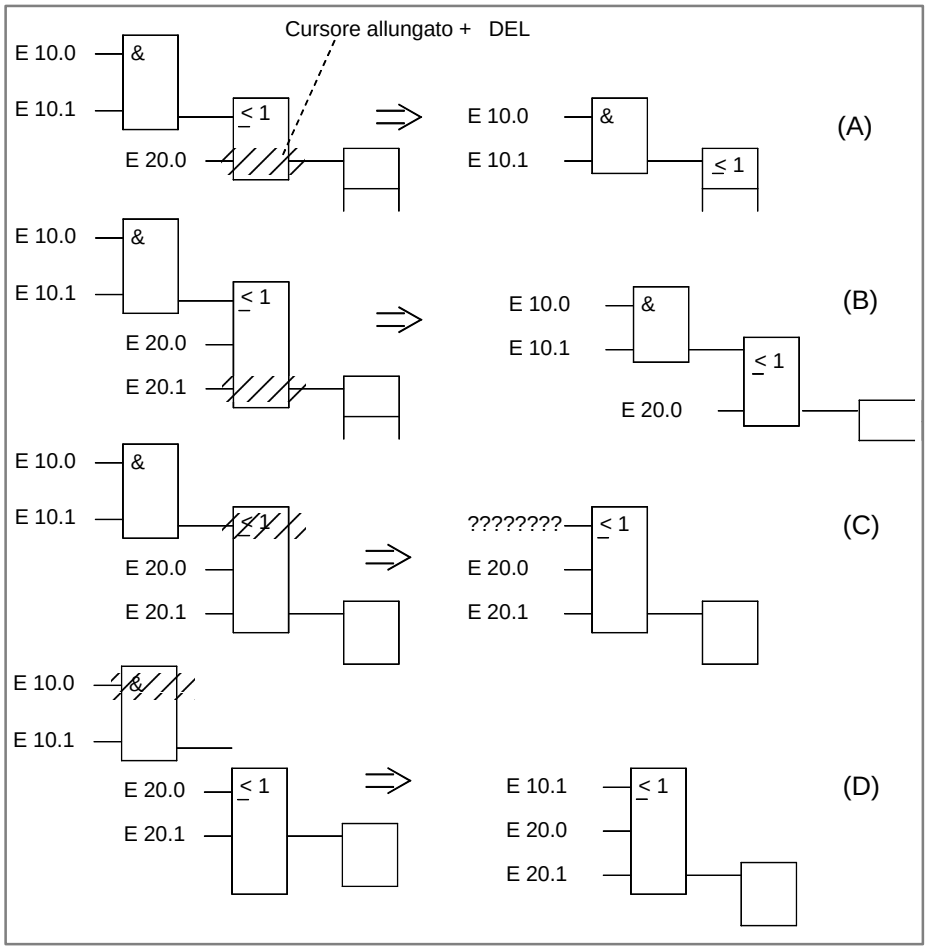

Figura 8-2 Cancellazione di operandi e funzioni (esempio)
1. Un ingresso, che si trova sotto il cursore allungato, viene cancellato. L'elemento funzionale stesso viene accoriciato dell'ingresso cancellato cioè di una riga, vedere figura 8-2 (A).
2. L'attivazione della funzione di cancellazione su un ingresso connesso provoca la rimozione dell'elemento funzionale o della catena funzionale prima di questo ingresso. Lo stesso ingresso viene per questo rappresentato "non definito", vedere figura 8-2 (B).
3. Un elemento funzionale con due operandi d'ingresso viene rimosso. Di volta in volta l'operando rimanente occupa l'ingresso del blocco successivo che si libera, vedere figura 8-2 (C).